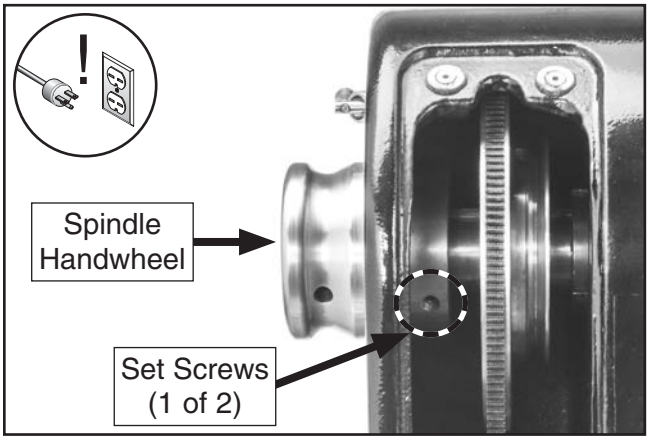

Figure 66. Location of set screws on spindle handwheel.
5. Loosen two M8-1.25 x 20 set screws (see **Figure 66**) that secure handwheel to spindle shaft, then slide handwheel off of shaft.